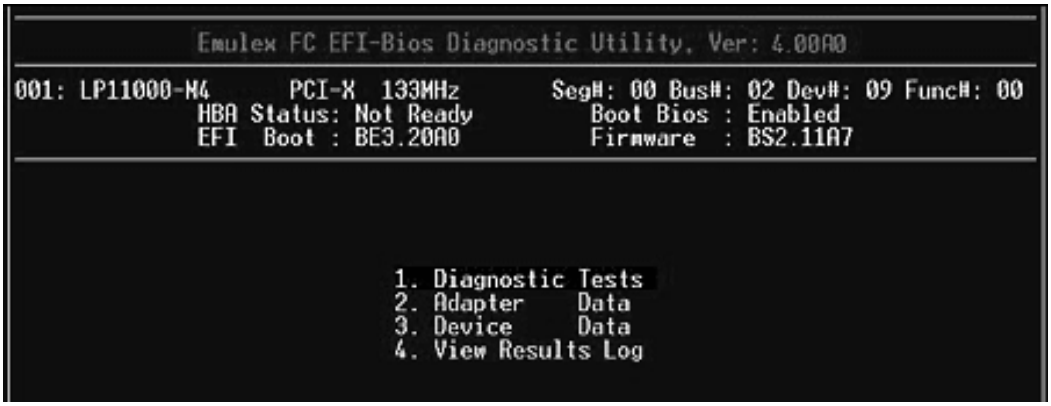
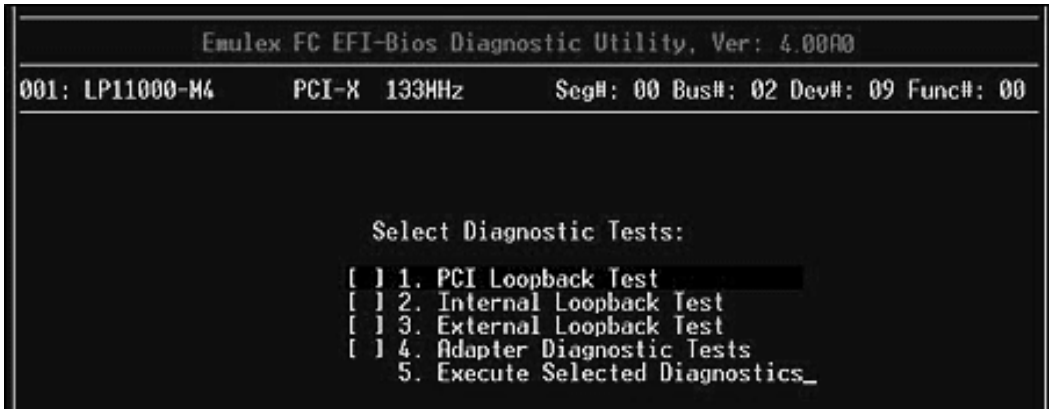

Figure 67: Diagnostic Main menu
Figure 68: Diagnostic Tests menu
1. Access the Diagnostic Main menu (Figure 67) and select **<1>**. Diagnostic Tests. Press **<Enter>**. The Diagnostic Tests menu is displayed:
1. On the Diagnostic Main menu (Figure 67), select **<1>**. Diagnostic Tests. Press **<Enter>**. The Diagnostic Tests menu is displayed (Figure 68).
1. Access the Diagnostic Main menu (Figure 67) and select **<1>**. Diagnostic Tests. Press **<Enter>**. The Diagnostic Tests menu is displayed (Figure 68).
The Adapter Diagnostic Tests include adapter restart, display of some configuration parameters, results of linkup and target login. These actions cannot be selected individually. If any one of these tests fail, Failed is displayed on the Diagnostic Test menu (Figure 68).
1. Access the Diagnostic Main menu (Figure 67) and select **<2>**. Adapter Data. Press **<Enter>**. The Adapter Data menu is displayed:
1. Access the Diagnostic Main menu (Figure 67) and select **<3>**. Device Data. Press **<Enter>**. The Device Data Target Selection menu is displayed.
1. Access the Diagnostic Main menu (Figure 67) and select **<4>**. View Results Log. Press **<Enter>**. A screen similar to the following is displayed: